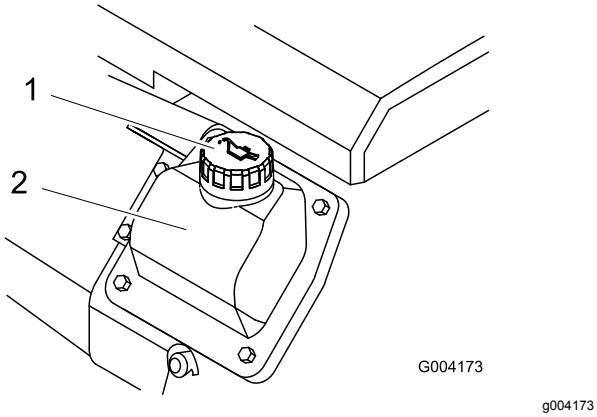

Figur 36
8. Rengör runt oljepåfyllningslocket och ta bort locket (Figur 36) om oljenivån är låg.
6. Ta loss påfyllningslocket (Figur 36) och fyll långsamt på med cirka 80 % av den angivna oljemängden genom ventilkåpan.
9. Ta loss påfyllningslocket (Figur 36) och fyll långsamt på med cirka 80 % av den angivna oljemängden genom ventilkåpan.